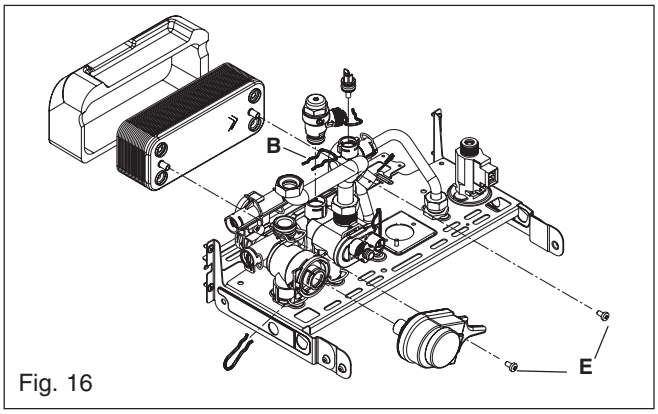

Fig. 16
6.6 SAFETY VALVE fig. 16
6.21 DHW HEAT EXCHANGER fig. 16